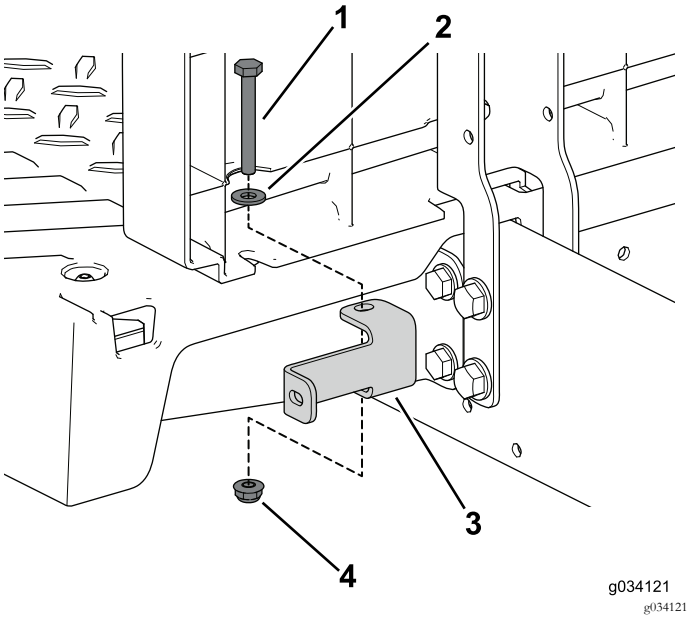

Figur 86
7. Sätt fast de vänstra och högra panelfästena på maskinen med två skruvar (1/4 x 2 tum), bricka och låsmutter (Figur 86).
8. Sätt fast den vänstra sidokåpan på sätet med fyra självgängande skruvar (Figur 86).